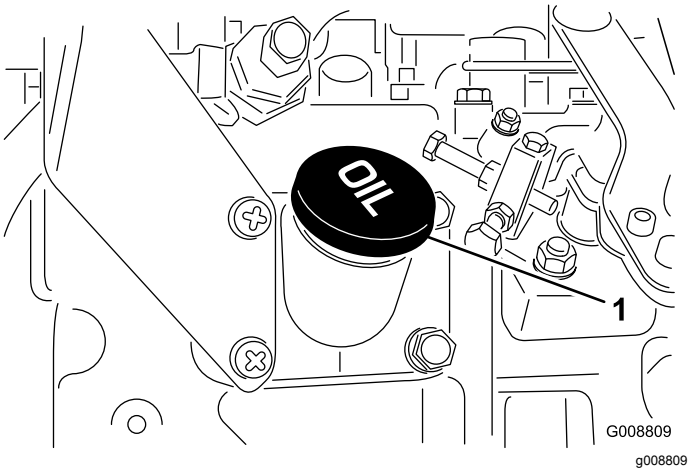

Rysunek 15
4. Jeżeli olej znajduje się poniżej bezpiecznego zakresu, otwórz korek wlewu (Rysunek 15) i dolej oleju, aby sięgał znaku „FULL”. **Nie wolno przepełniać zbiornika**.